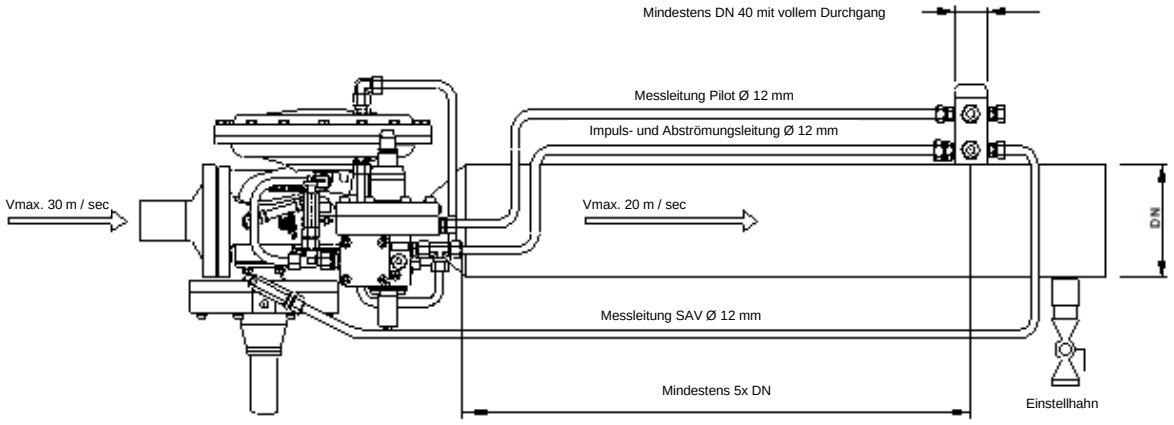
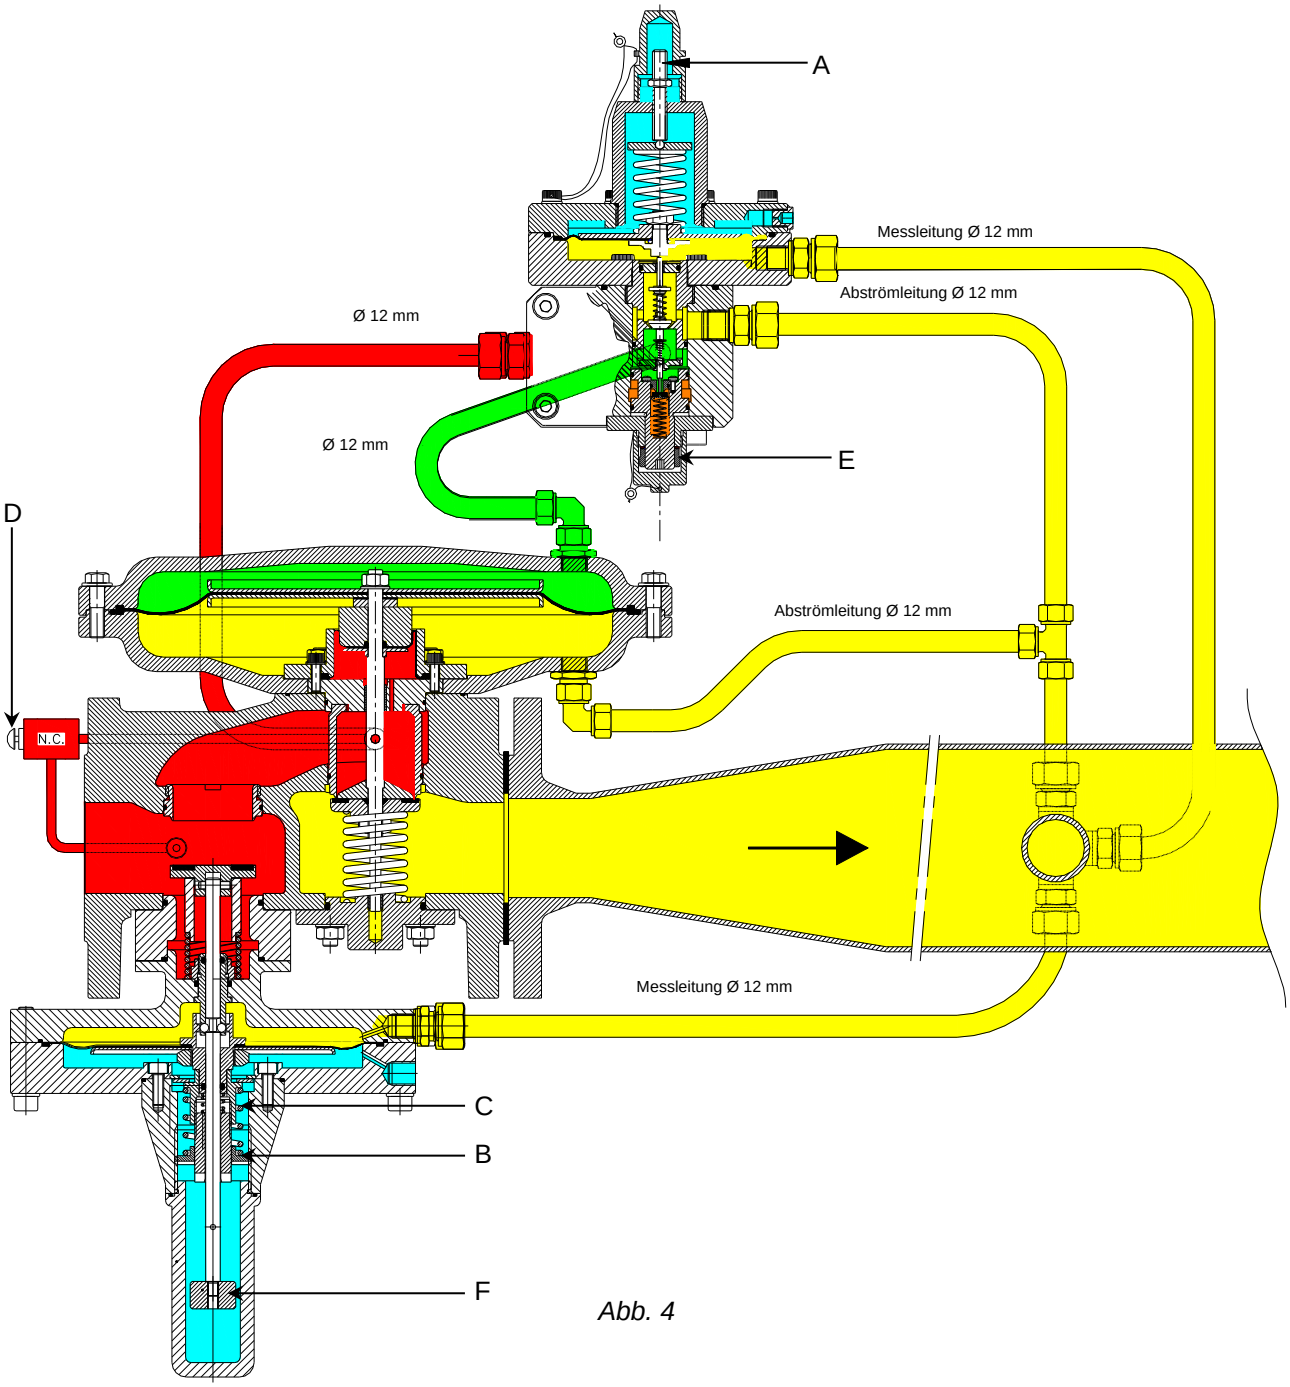

Abb. 2
Abb. 4
Der Gasdruckregler ist wie in Abbildung 2 dargestellt anzuschließen. Die Durchmesser der Rohrleitungen müssen den Angaben auf den Etiketten des Gas-Druckregelgerätes entsprechen. Die Messleitung des Steuerdruckreglers darf nicht länger als 4 Meter sein. Die Leitungen müssen so angeordnet sein, dass kein Kondensat in den Gasdruckregler eindringen kann. Hindernisse in der Ausgangsleitung, die in der Nähe des Reglers angeordnet sind, können das Verhalten des Reglers beeinflussen. Siehe NEN 1059, für Vorschriften über Messstellen.
Liegt der Eingangsdruck Pu an (Druck langsam erhöhen), kann die Druckdifferenz über dem Sicherheitsabsperrventil durch Betätigen des Druckausgleichsventils am Gehäuse des Gasdruckregler langsam freigegeben werden (siehe Abbildung 4, Pos. D). Während des Druckausgleichs steigt Pd auf den eingestellten Wert. Das Sicherheitsabsperrventil kann dann zurückgesetzt werden. Der Gasdruckregler liefert, wenn das Einstellhahn (siehe Abbildung 2) geöffnet wird.
In der schematische Darstellung (Abb. 4) sind die Positionen der Bedienungselemente angedeutet. Ab Werk wird der Regler nach Kundenspezifikationen eingestellt. Diese Daten sind auch auf dem mitgelieferten Protokoll zu finden und auf dem Typenschild vermerkt.
Normalerweise ist die Ursache falsche Abströmung des Steuerdrucks durch eine Leckage in der Anschlussleitung Pm, aber manchmal ist die Ursache eine erhöhte Reibung des Lagers im Regler oder Steuerdruckregler. Eine von den Vorgaben abweichende Stationsanordnung, wie in Abbildung 2 dargestellt, sowie ein Hindernis in der Nähe der Auslassseite des Reglers können ebenfalls zu einem unruhigen Regelverhalten führen.
- Stellen Sie den Steuerdruckregler auf den gewünschten Ausgangsdruck ein (siehe Abbildung 4, Position A).